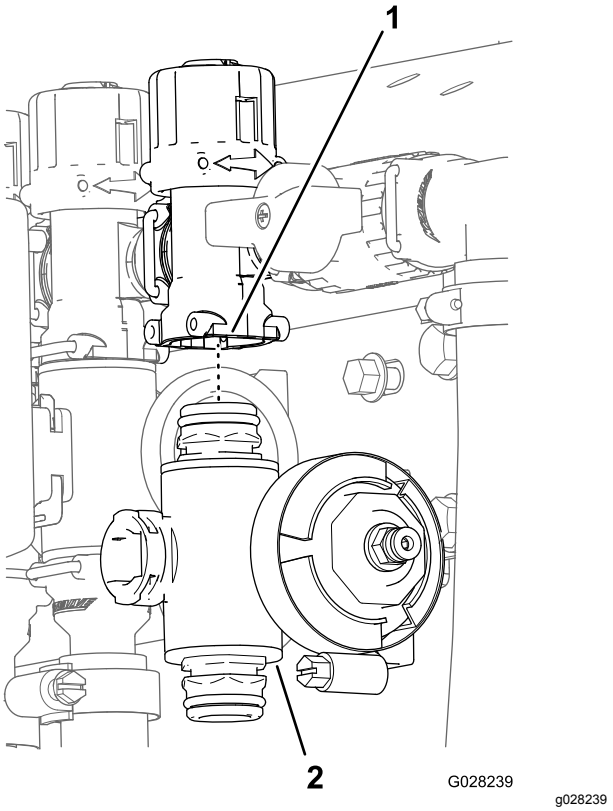

Figur 75
3. For venstre eller høyre seksjonsventiler: Fjern flenshodeboltene og flenslåsemutterne som sikrer seksjonsventilen(e) til ventilfestet og fjern ventilmanifolden(e) fra maskinen. For den midtre seksjonsventilen: Fjern seksjonsventilmanifolden fra maskinen (Figur 75).